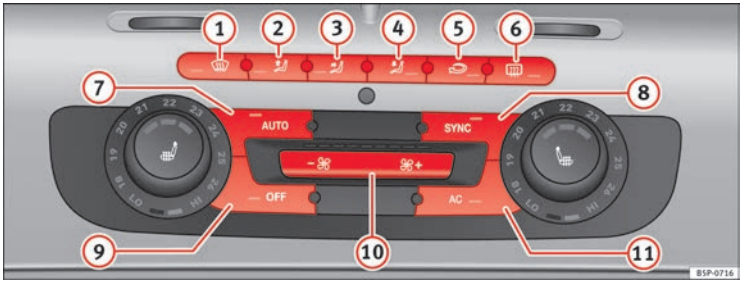

Fig. 131 On the dash panel: 2C Climatronic controls
– Turn the temperature control knobs ⇒ Fig. 131 to adjust the temperature on the left hand side or the right hand side respectively.
– Press the AUTO ⇒ Fig. 131 button. “AUTO High” is shown on the radio display (high fan speed).
– Press the AUTO button again ⇒ Fig. 131. “AUTO Low” is shown on the radio display (low fan speed).